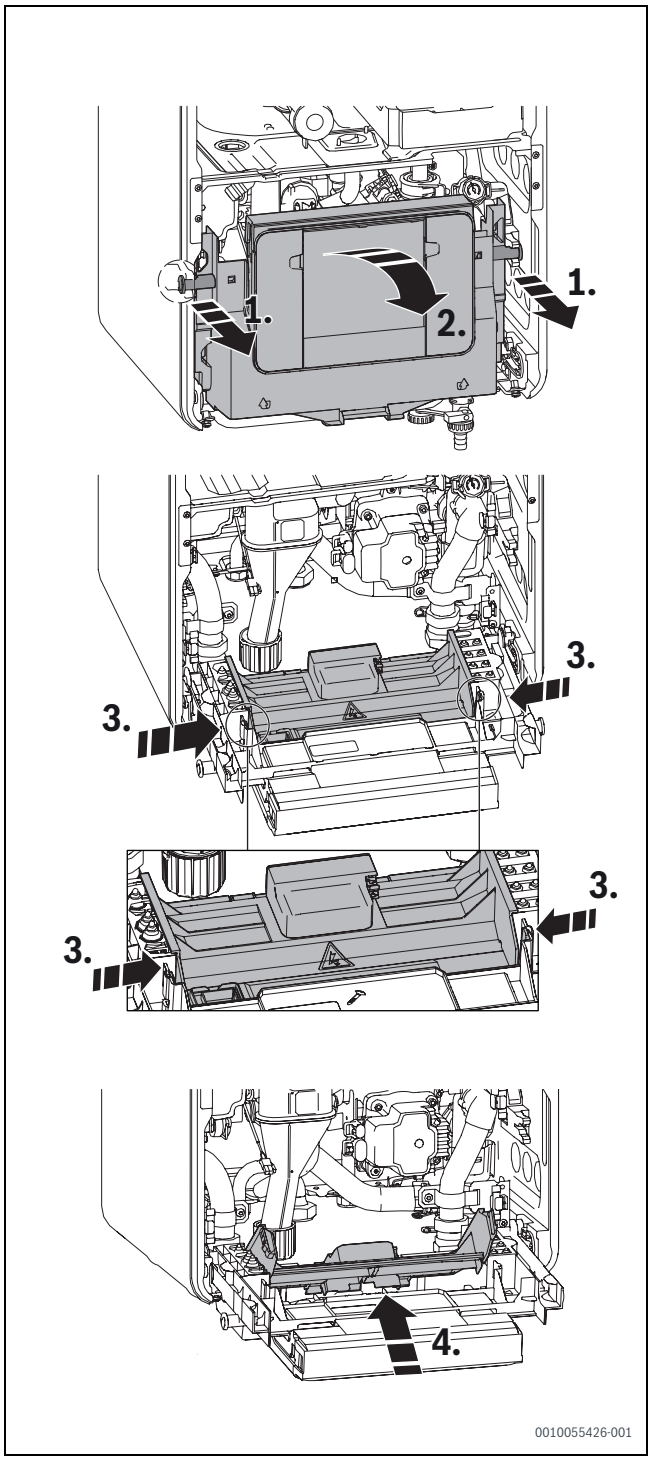

Bild 64 Steuergerät öffnen
- Steuergerät nach unten klappen (→ Bild 64).